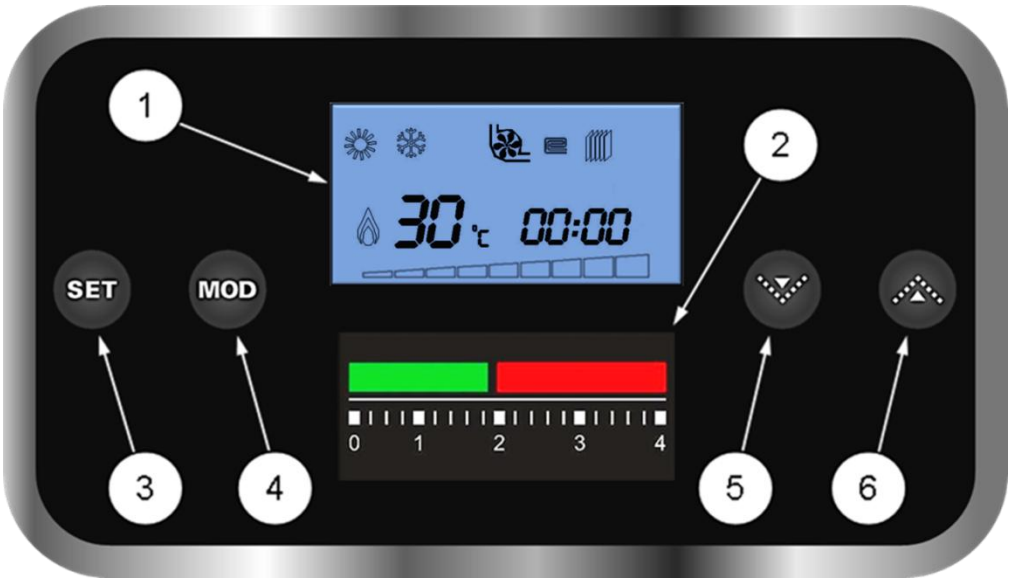

Рис. 6 Панель управления котлом
- Проверьте по манометру (См. Рис. 6) на панели управления электрокотлом давление теплоносителя в электрокотле и СО.